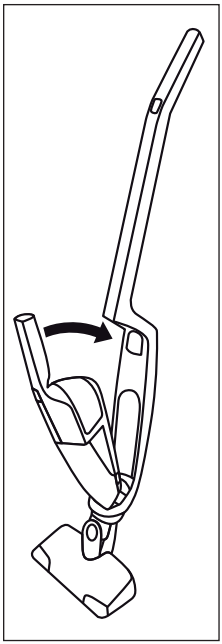
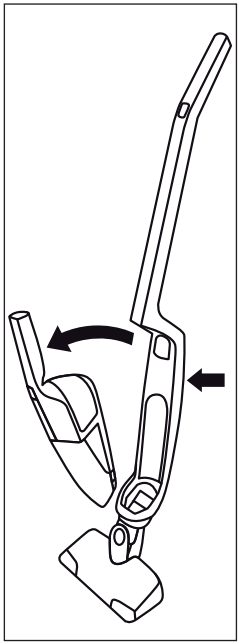

Abb. 1
Abb. 2
- Um das Handteil ❹ mit dem Stiel zu verbinden, schieben Sie die Spitze des Handteils ❹ in die Aussparung der Handteilmulde ⑬.
- Drücken Sie dann den Griff ❶ des Handteils ❹ in den Stiel, so dass das Handteil ❹ einrastet und fest sitzt (Abb.1).
- Um das Handteil ❹ vom Stiel zu lösen, drücken Sie die Entriegelung „Handteil" ⑫.
- Ziehen Sie das Handteil ❹ nach oben/vorne aus der Handteilmulde ⑬ (Abb.2).